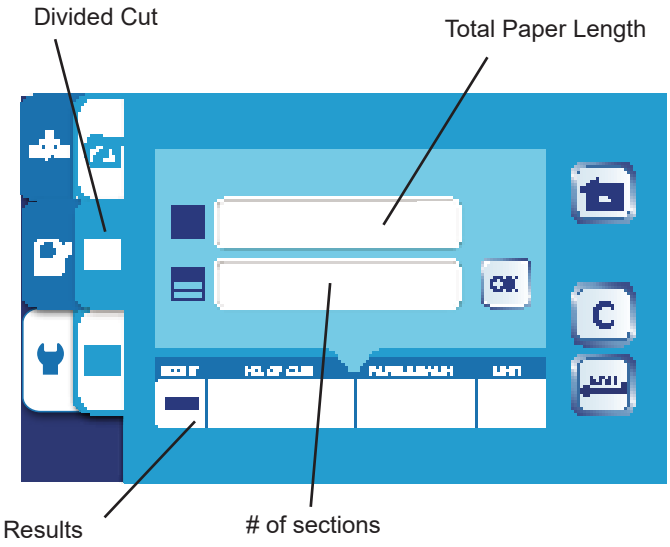

Fig. 8
If all cuts on a sheet are the same length (i.e. no border or full bleed and no gutter between cuts), simply program a Divided Cut (Fig. 8).
2. Press the divide cut tab to access the divided cut program screen (Fig. 8).
2. Press the advanced divided cut tab  to access the advanced divided cut program screen (Fig. 8).